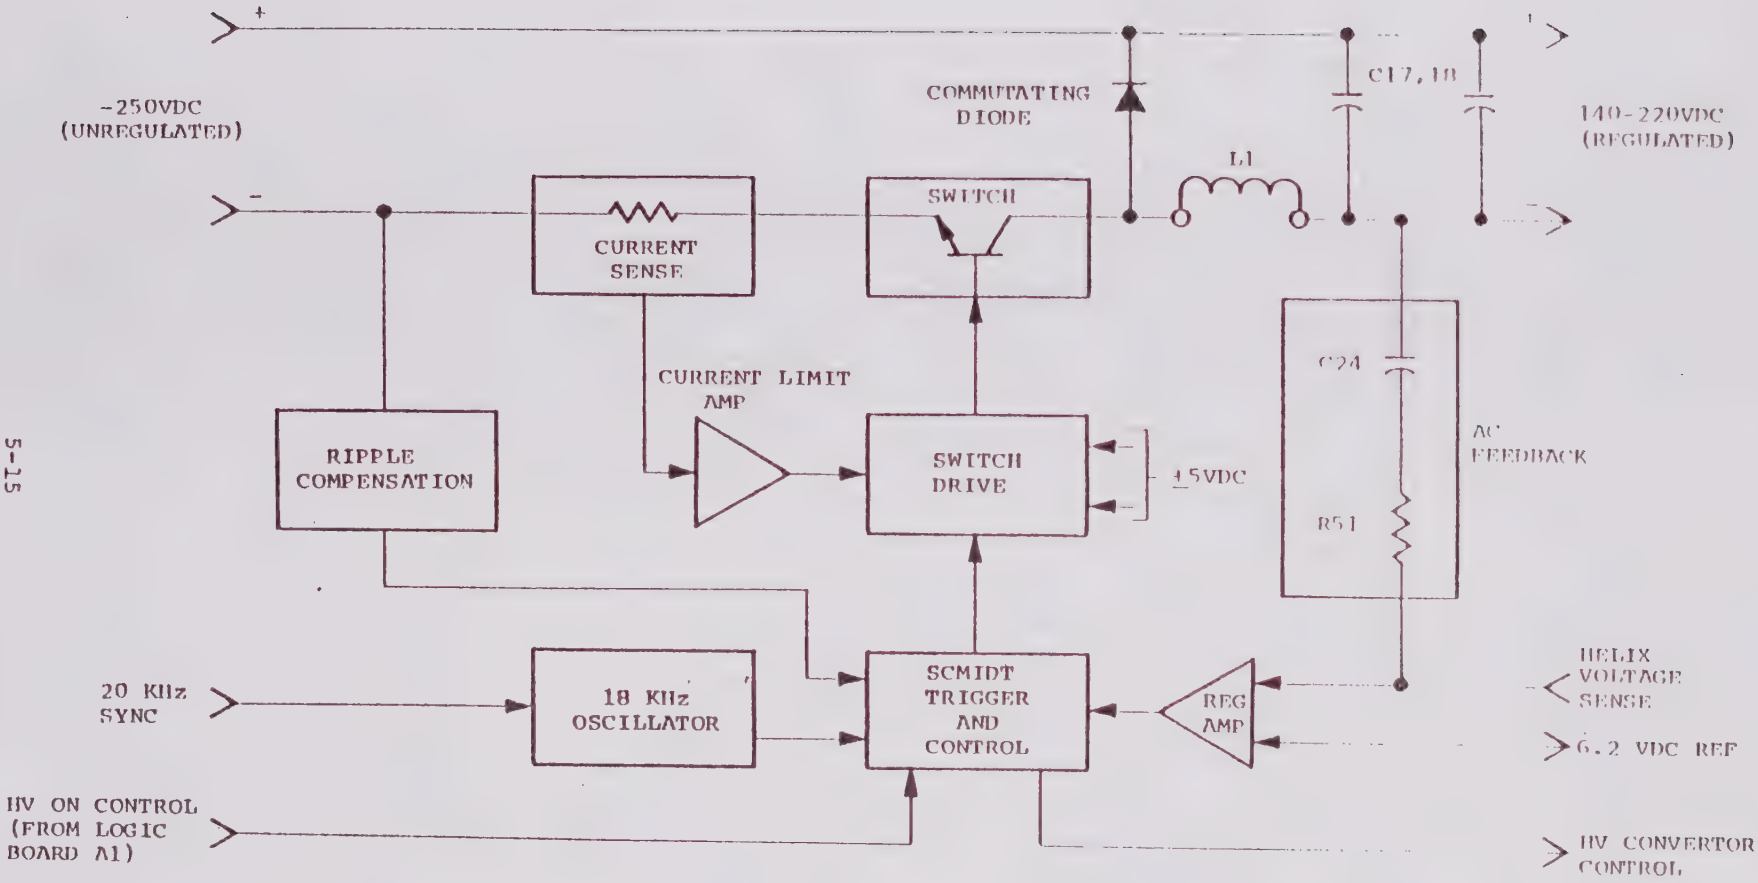

FIGURE 5-5 FUNCTIONAL BLOCK DIAGRAM SWITCH REGULATOR
5.2.4.1 General. This function of the switch regulator is to maintain a well regulated approximately -200 VDC buss that drives the high voltage circuits. The -200 VDC referred to throughout the text may actually be any voltage between -140 and -220 VDC and is determined by the TWT helix voltage required and high voltage module connections. This unit also incorporates features to control the HV converter and to respond to external shutdown commands from other circuits. A functional block diagram of the Switch Regulator is presented in Figure 5-5. This figure indicates the section of the manual that
discusses each function. The power handling circuits are shown in the top half of Figure 5-5, and the control circuits in the lower half of the figure. Circuit details are given in the A3 schematic in Section 7.